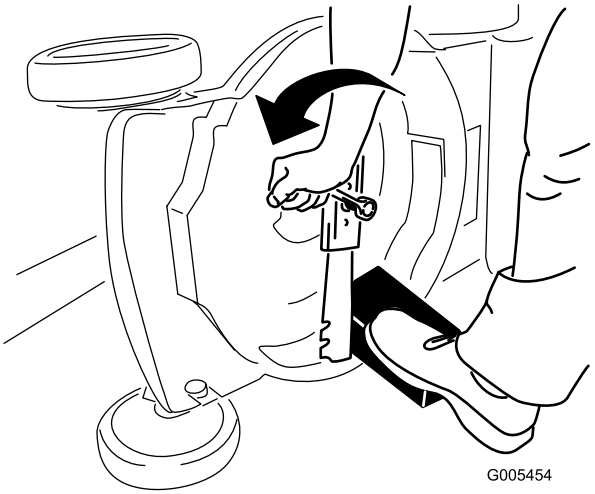

Figura 38
3. Utilice un bloque de madera para inmovilizar la cuchilla (Figura 38).
4. Retire la cuchilla, conservando todos los herrajes de montaje (Figura 38).